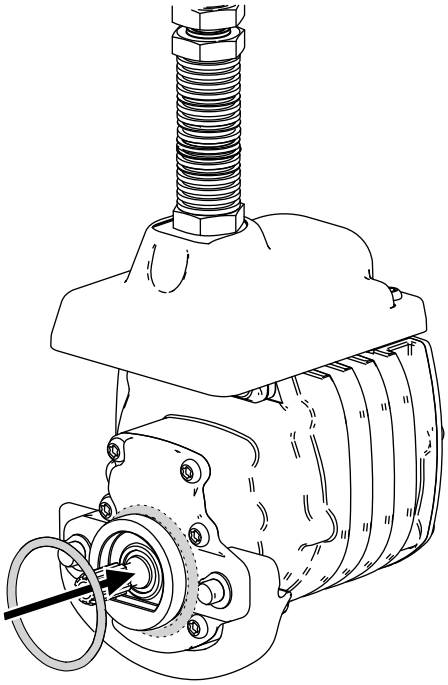

Figura 9
3. Instale um anel de retenção em cada motor do cilindro como se mostra na Figura 9.